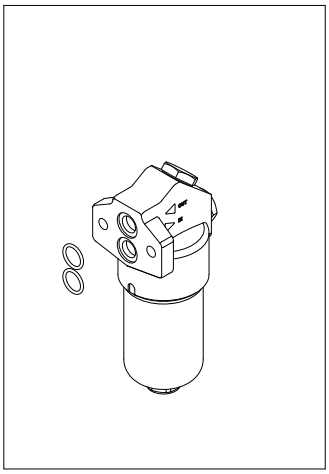

fig. 18
- (Fig. 18) Replace the O-rings of the mainfold